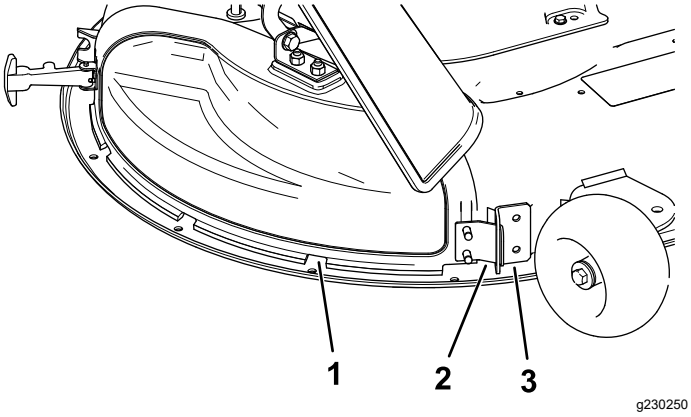

Figur 13
5. Vinkle metalltappen på utslippsdekselet ut av sporet på braketten som er fastsveiset på klippeenheten (Figur 13).